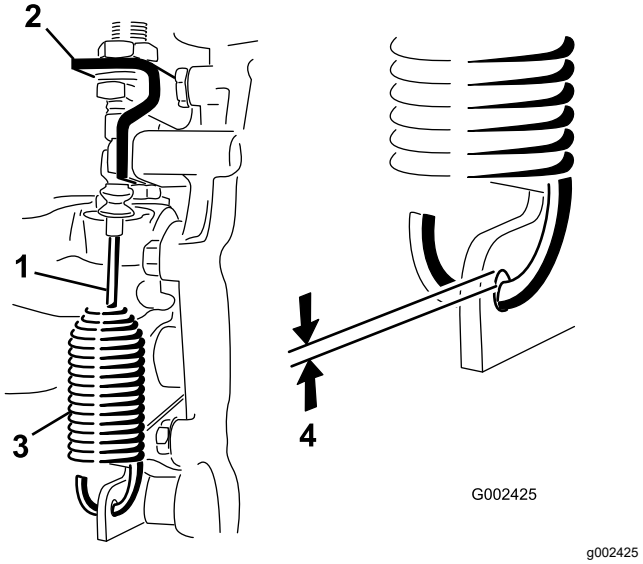

Figur 46
2. Løsne på låsemutterne som fester differensialsperrekabelen til braketten på transakselen (Figur 46).